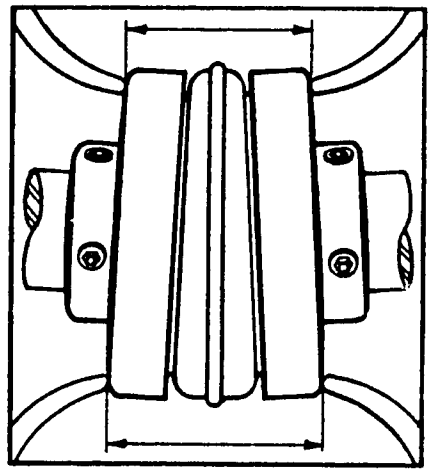

FIGURE 6
b. Check angular misalignment by using a micrometer or micrometer calipers to measure the gap between the two flanges (see Fig. 6). Measure this gap at intervals around the periphery of the coupling to determine the minimum and maximum gap. The differences in these two values should not exceed the values given in Fig. 7 and should be as close to zero as possible. If the angular misalignment was adjusted, go back and recheck the parallel alignment.